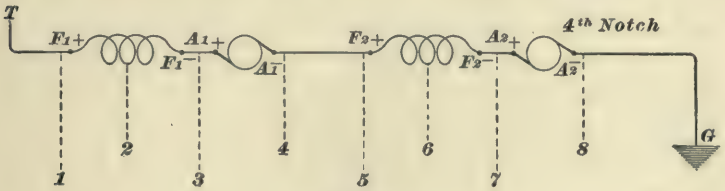

FIG. 30.
when it shows up. The effect of a ground from block *14* to block *15* can be more clearly seen by the aid of Fig. 30, which is a diagrammatic sketch of the circuit that the current travels on the fourth notch; what is true of the fourth notch, is
true of the first, second, and third notches, except that the action of the car is apt to be less violent, since there is more or less of the starting coils in circuit, and the blow-out coil is also in action. It will be borne in mind, when looking at Figs. 28 and 30, that the armatures are now next to the ground. On the K2 and K11 wiring diagrams, the fields were next to the ground; this affects, to some degree, the actions and symptoms under certain conditions. In Fig. 30, the stretch of circuit from $T$ to $F_1+$ is the same as in Fig. 28, only the intermediate letters and numbers have been left out. The effect of a ground is, in general, to blow the main motor fuse and make the car a cripple until the fault is gotten rid of. A ground within the field winding itself (indicated by dotted line No. *2*) will, it can be seen, cut out all of the car wiring beyond the fault; if the fault happens to occur while the car is at rest, or if it may have been turned into the house and no one's attention called to its condition, it will, on trying to start, give the same symptoms as if the fault were between $T$ and $F_1+$. If the fault occurs while the car is in motion, the motor will buck and cause a halt in the speed of the car, because that part of the field that lies between $F_1+$ and the fault becomes separately excited, and its armature is able to generate a current of its own, using the No. 2 motor, the permanent ground $G$, and the fault ground *2* as a local circuit.
**58.** A ground at *3*, on the negative side of the No. 1 field, amounts to the same as a ground on the $A_1+$ armature lead or car wire or any block or finger connected directly to it, and causes the car to act the same as if there were a ground at *2*. Since, however, the whole of the No. 1 motor field is separately excited, the motor bucks more violently and the car's speed gets a more powerful check. A ground at *4* allows the current from the trolley wire to take the path $T$–$F_1+$–$F_1-$–$A_1+$–$A_1-$–*4*, thereby getting to the ground without going through the No. 2 motor at all, so that as long as the motors are in series the car can start on one motor and run on one motor, the fault at *4* or *5* cutting the No. 2 motor out. The stretch of circuit $A_1-$–$F_2+$, in Fig. 30, corresponds